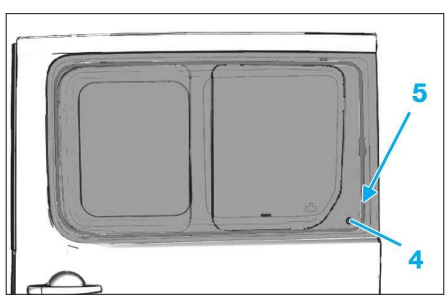

**FIG. 8**
• Sectionner le pion d'indexage (4) **(Fig.8)**.
• Avec l'aide d'un second opérateur découper le joint de colle (5).